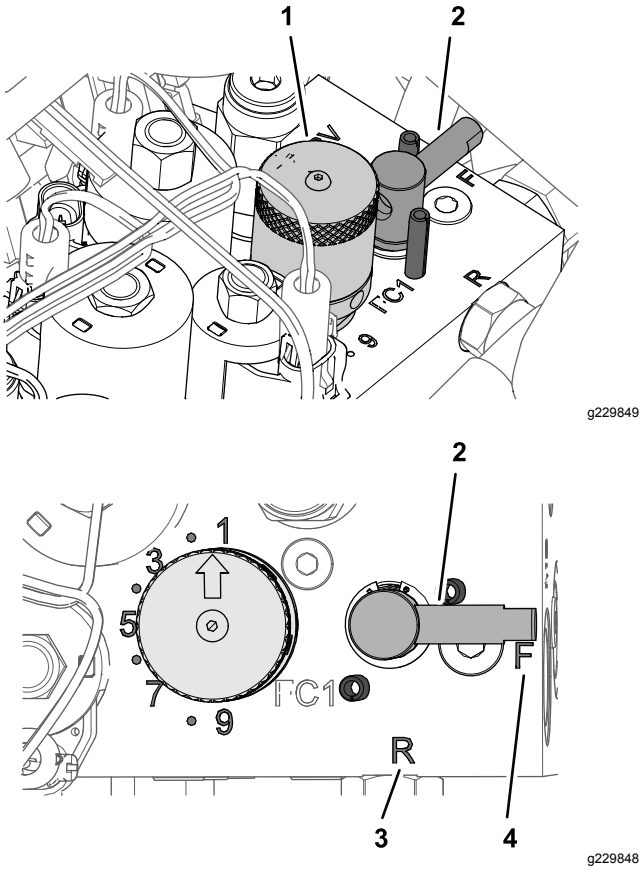

Figur 65
4. Vrid slipningsspaken till läge R (Figur 65).
5. Vrid cylinderhastighetsratten till inställning 1 (Figur 65).